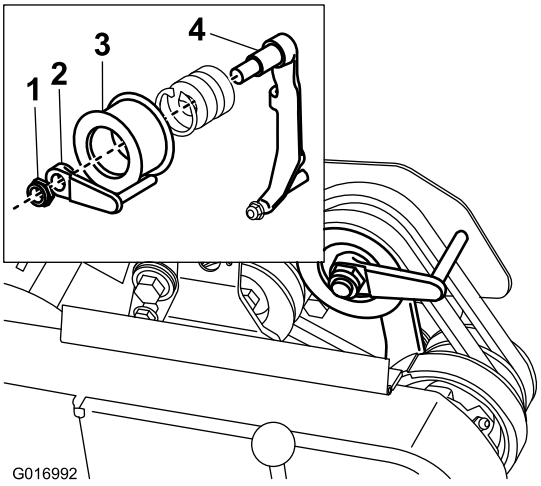

**Figur 40**
8. Juster remstyret (Figur 40, indsats) som følger for at gøre det nemmere at trække eller skubbe maskinen uden at starte motoren: